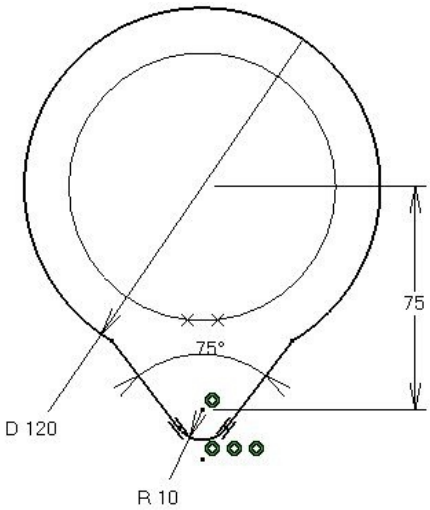

Figure 10-57 *The sketch for the second section of the base surface*
5. Draw the sketch, as shown in Figure 10-57, and exit the **Sketcher** workbench.